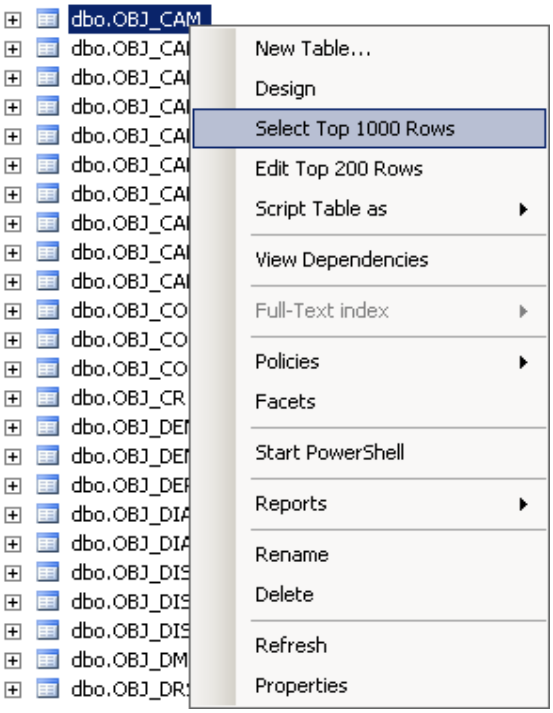

Figure 8.3-22 Context menu of the table
6. Select "Select Top 1000 Rows" item in the context menu of the table (Figure 8.3-22).